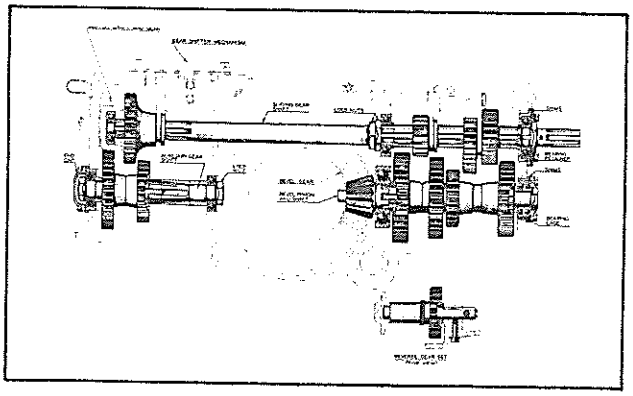

FIG. 2
22. Straighten locks and remove 2 nuts on top shaft away from center bearing. Fig. 2.